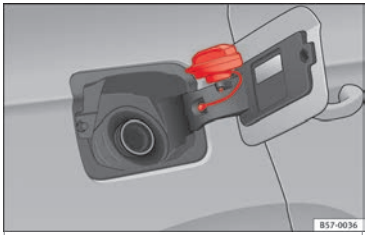

Fig. 58 Fuel tank flap with tank cap attached.
- Place it in the space on the hinge of the open flap ››› Fig. 58.